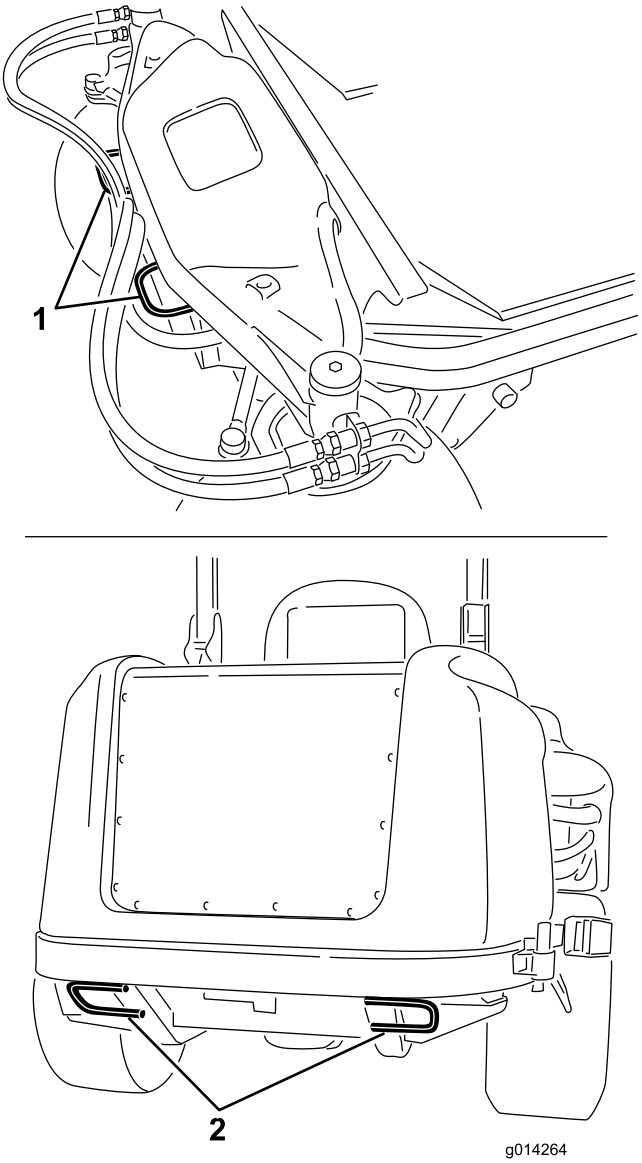

Figura 36
- fissate la macchina al rimorchio o all'autocarro con sicurezza per mezzo di cinghie, catene, cavi o funi, nel pieno rispetto delle norme previste dal codice della strada per la vostra zona (Figura 36).